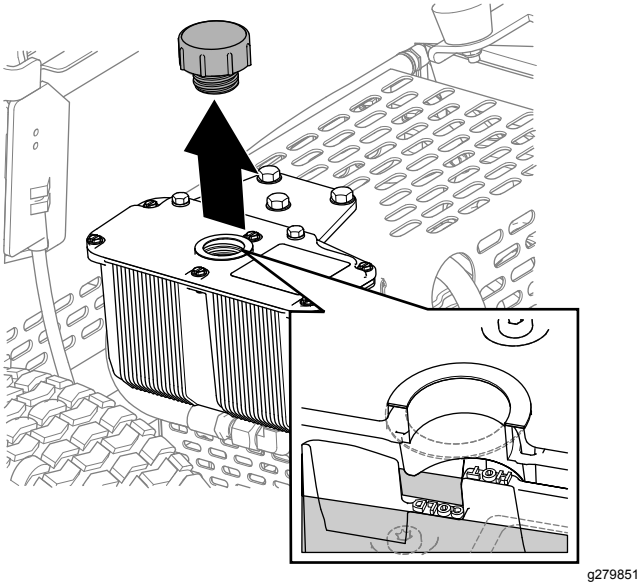

Figuur 35
3. Verwijder de dop en controleer het vloeistofpeil in het reservoir (Figuur 35).